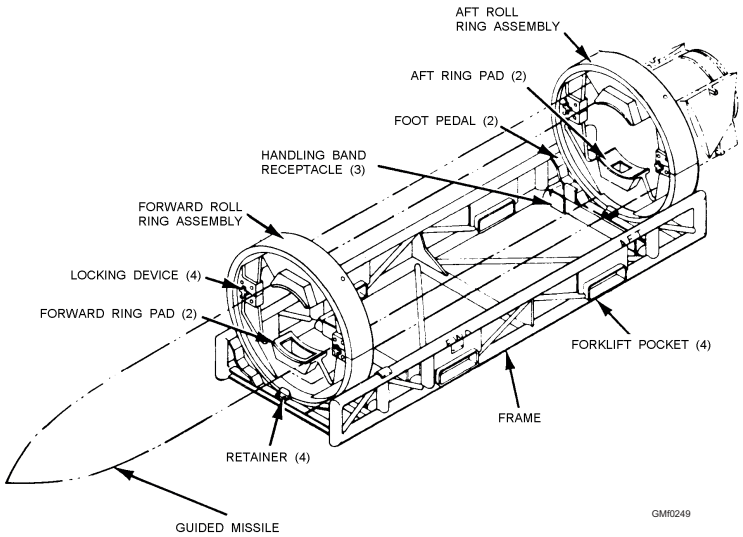

**Figure 2-49.—Mk 8 dolly loading stand.**
**DOLLY LOADING STAND**.—The Mk 8 dolly loading stand is shown in figure 2-49. It is adaptable for